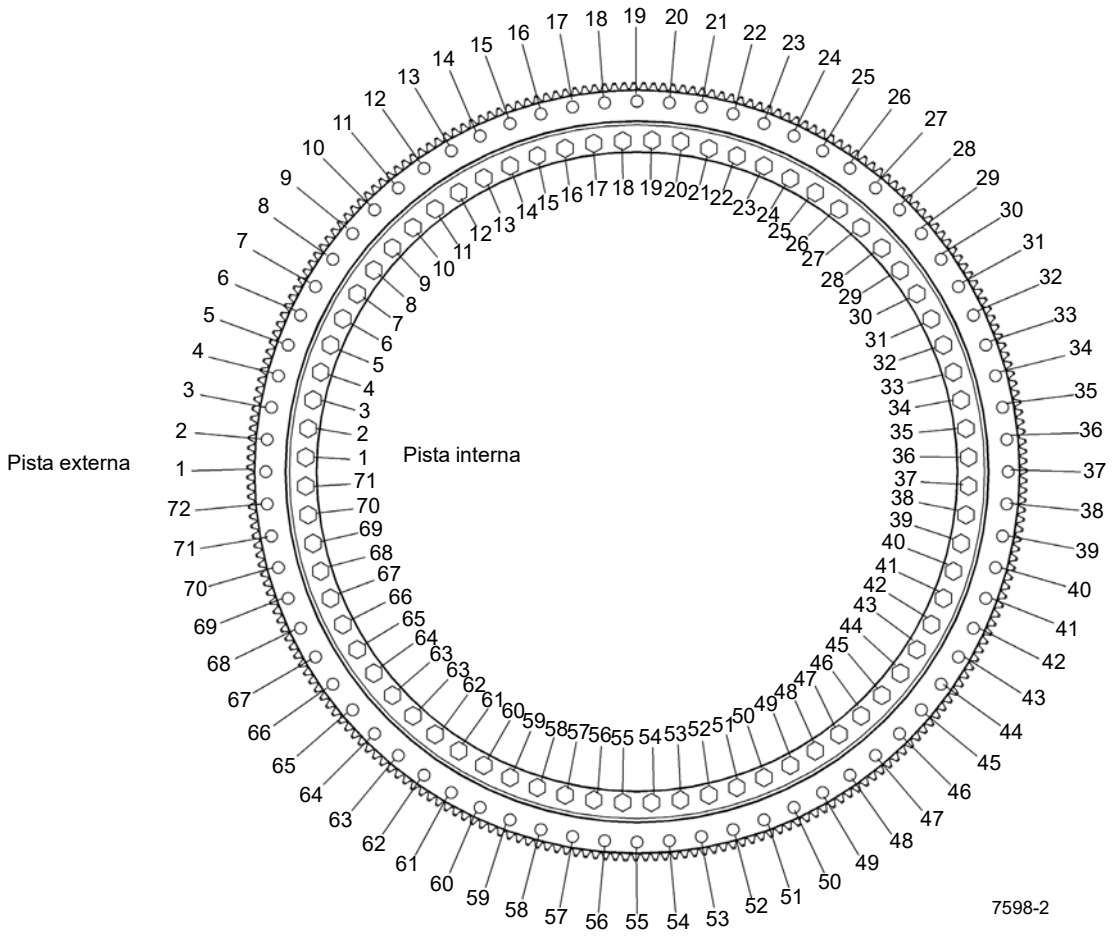

FIGURA 6-2
2. Aperte oito parafusos a 867 a 939 lb-pé (1176 a 1273 Nm) usando o padrão em estrela da sequência a seguir: 18, 54, 36, 1, 27, 63, 45 e 9 (Figura 6-2). As ferramentas usadas são o terminal, o multiplicador, o adaptador de folga, as extensões necessárias e o torquímetro.
2. Aperte oito parafusos a 867 a 939 lb-pé (1176 a 1273 Nm) usando o padrão da sequência a seguir: 18, 54, 36, 1, 27, 63, 45 e 9 (Figura 6-2). As ferramentas usadas são o terminal, o multiplicador, o adaptador de folga, as extensões necessárias e o torquímetro.